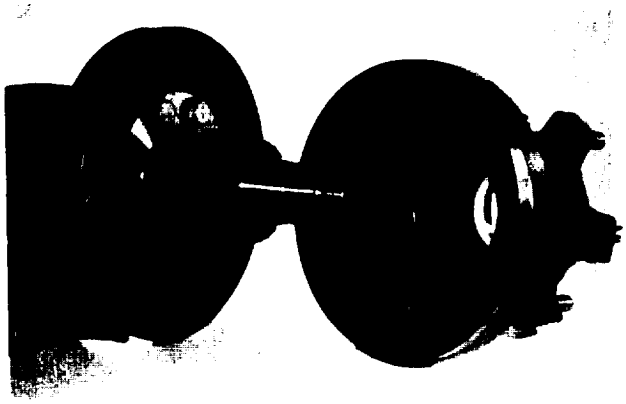

Figure 5-88. Drive Hub Removal
g. Remove drive hub assembly by pulling unit straight out, to separate it from the axle end. See Figure 5-88.